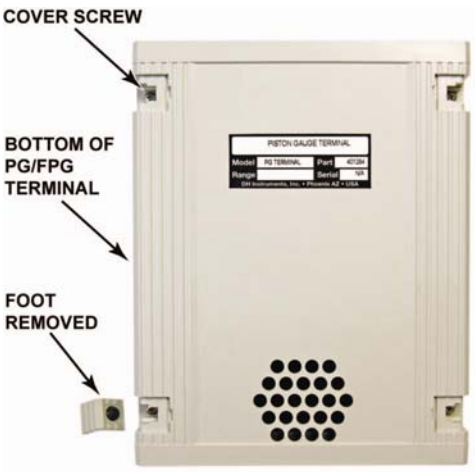

Figure 1: PG/FPG Terminal bottom with feet removed.
❶ **Disconnect power cord.**
❷ **Turn the PG/FPG Terminal on it's back so all four (4) rubber feet show:** Remove the feet using a small screwdriver to pop them out. This will expose four cover screws (see Figure 1).
❸ **Remove all four cover screws.** Rotate PG or FPG terminal so it is facing up.
❹ **Remove enclosure cover from unit.** Just lift off the cover part way. The cover will not completely remove due to cables.